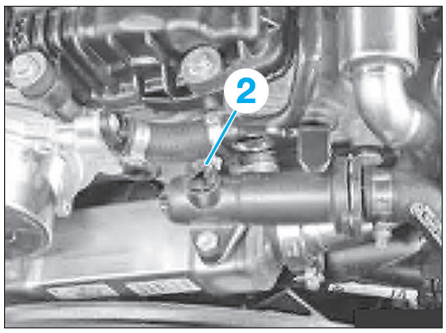

Fig. 41
• Ouvrir la vis de purge (2) sur l'échangeur de température d'EGR **(Fig.41)**.